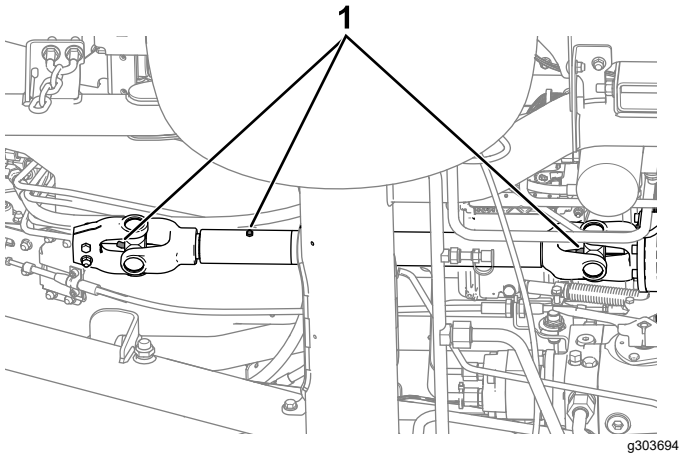

Figura 48
- Albero di trasmissione PDF (Figura 48)